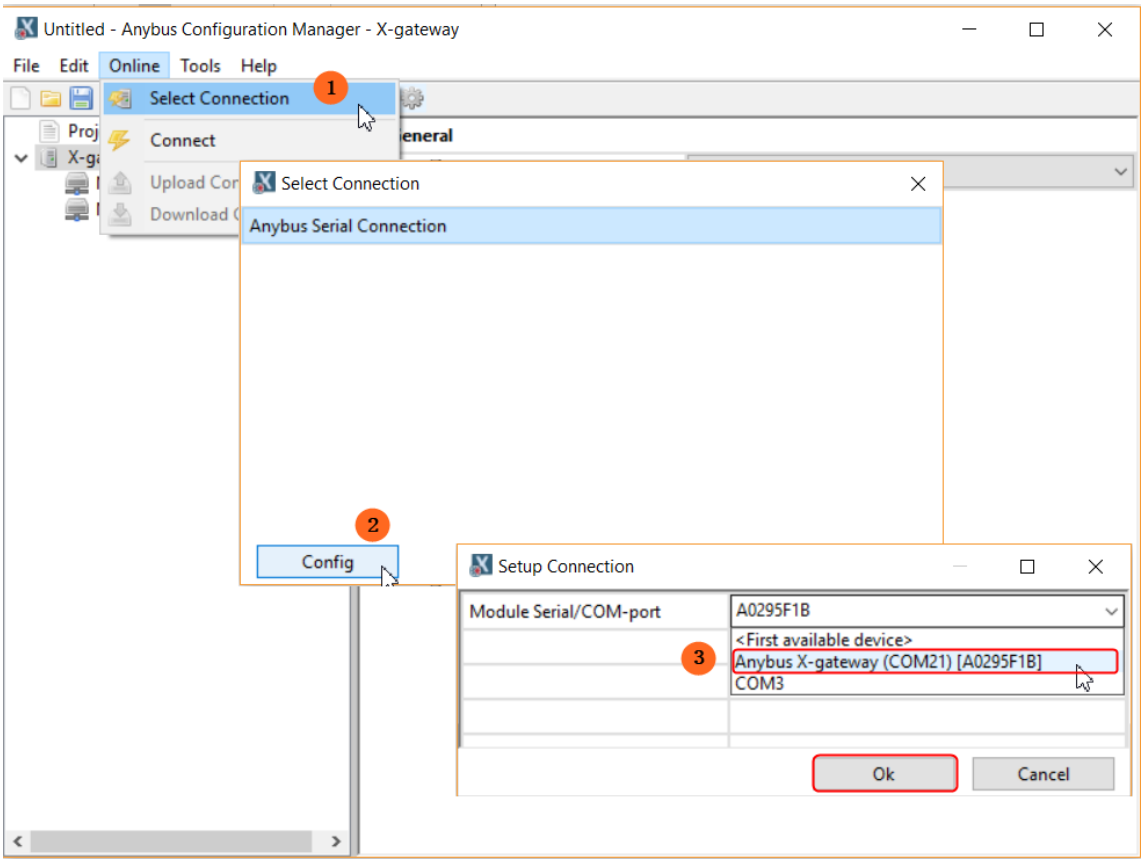

图 2-4 选择连接端口
3. 选择连接端口：在配置工具界面的菜单栏中点击“Online”,在下拉菜单中点击“Select Connection”，在弹出的对话框中点击“Config”按钮，在弹出的对话框中，选择下拉菜单中的“Anybus X-gateway(COM21)[A0295F1B]”选项，最后点击“OK”确认，如图 2-4 所示。